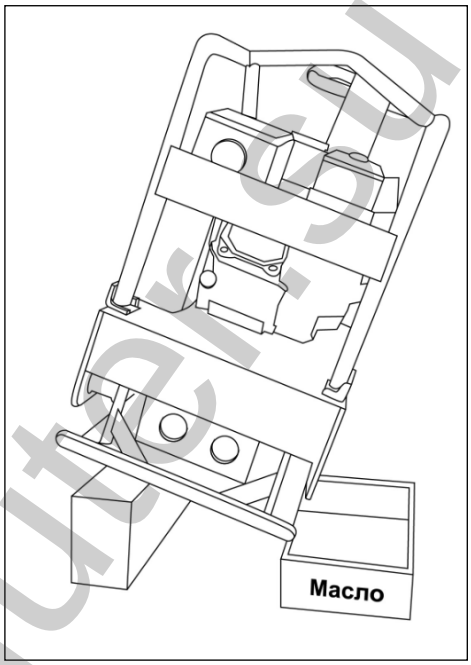

Рис. 34. Слив масла из вибратора.
1. Наклонить виброплиту в сторону отверстия для слива масла и подложить под нее деревянный брусок, чтобы зафиксировать виброплиту в наклонном положении (Рис. 34).